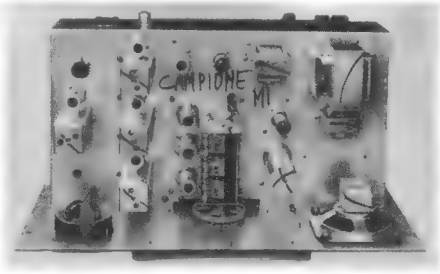
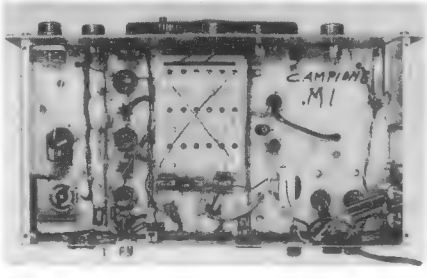

Bild 2. Blick auf die Oberseite des Chassis
Bild 3. Verdrahtung mit Hf-Vorstufen-, Oszillatoren- und Mischstufen-Block in der Mitte
Gehäuse, Chassis und Frontplatte sind aus kräftigem, grau lackiertem Stahlblech gefertigt. Das Gerät erhält dadurch ein kommerzielles Aussehen und sehr gute mechanische Stabilität. An der Frontplatte (*Bild 1*) sind folgende Bedienungsorgane vorgesehen: Spielfreier Skalenantrieb (1), Bereichschalter (2), Nf- (3) und Hf-Verstärkungseinsteller (4), Tonblende mit Netzschalter kombiniert (5), Schalter für zweiten Überlagerer (6), Frequenzeinsteller für den zweiten Überlagerer (7), Kopfhöreranschluß (8) und Sende/Empfangsumschalter (10). Ergänzt wird die Frontplatte durch die bekannte frequenzgeeichte Geloso-Skala, das große Anzeigeinstrument für relative Feldstärke (9) und einen Lautsprecher (11), der sich bei eingestecktem Kopfhörer abschaltet. An der Rückseite des Gerätes befinden sich der koaxiale Antennenanschluß, in den auch normale Bananenstecker passen, Anschlüsse für die Fernbedienung des Sende/Empfangsschalters, den Tonabnehmer und das Tonbandgerät, die leider nicht unserer Norm entsprechen. Der Netzspannungswähler ist besonders interessant. Er gestattet das genaue Einstellen aller Netzspannungen zwischen 100 V und 240 V in vier Grob- und vier Feinstufen von 10 zu 10 V. Die Belüftung des Gerätes ist dank der abnehmbaren perforierten Haube ausgezeichnet. *Bild 2* zeigt das großflächige Chassis und *Bild 3* erlaubt einen Blick in die Verdrahtung mit den drei Hf-Bausteinen in der Mitte.
Rechts: Bild 2. Die Bestückungsseite des Taschenempfängers Nicolette von Philips. Das Chassis ist in Mikrotechnik aufgebaut. Die Bauhöhe der Einzelteile auf der Printplatte ist auf 10 mm festgelegt. Infolge der Platzeinsparung konnte ein größerer Lautsprecher eingebaut werden
Bei der neuen Mikrotechnik in den Philips-Empfängern wurde die Bauhöhe der Einzelteile einheitlich auf 10 mm festgelegt *(Bild 2)*. Durch das Fotoätzverfahren wurde auch die „Verdrahtung" noch miniaturisiert. Die Leitungsbreite und die Abstände zwischen den Leitungen betragen nur rund 0,3 mm, der Durchmesser der Lötfläche etwa 1,4 mm. Das Raster der gedruckten Schaltung wurde auf 0,635 mm verringert. Aber auch die Befestigung von Spulen, Wellenschaltern usw. auf dem Mikro-Print erfordert eine neue Methode. Diese Unterteile werden jetzt mit winzigen Steckern ausgerüstet, die eine sehr einfache Montage vor dem Verlöten ermöglichen. Die neue Mikro-Technik erlaubt es, einen vollwertigen Koffersuper auf kleinstem Raum zu fertigen. Ein Musterbeispiel hierfür ist der neue Taschenempfänger Nicolette L. Bei den gleichen Geräte-Abmessungen wie bei der bisherigen Nicolette sind wesentlich mehr Einzelteile und ein größerer Lautsprecher in dem neuen Gerät untergebracht *(Bild 2)*.